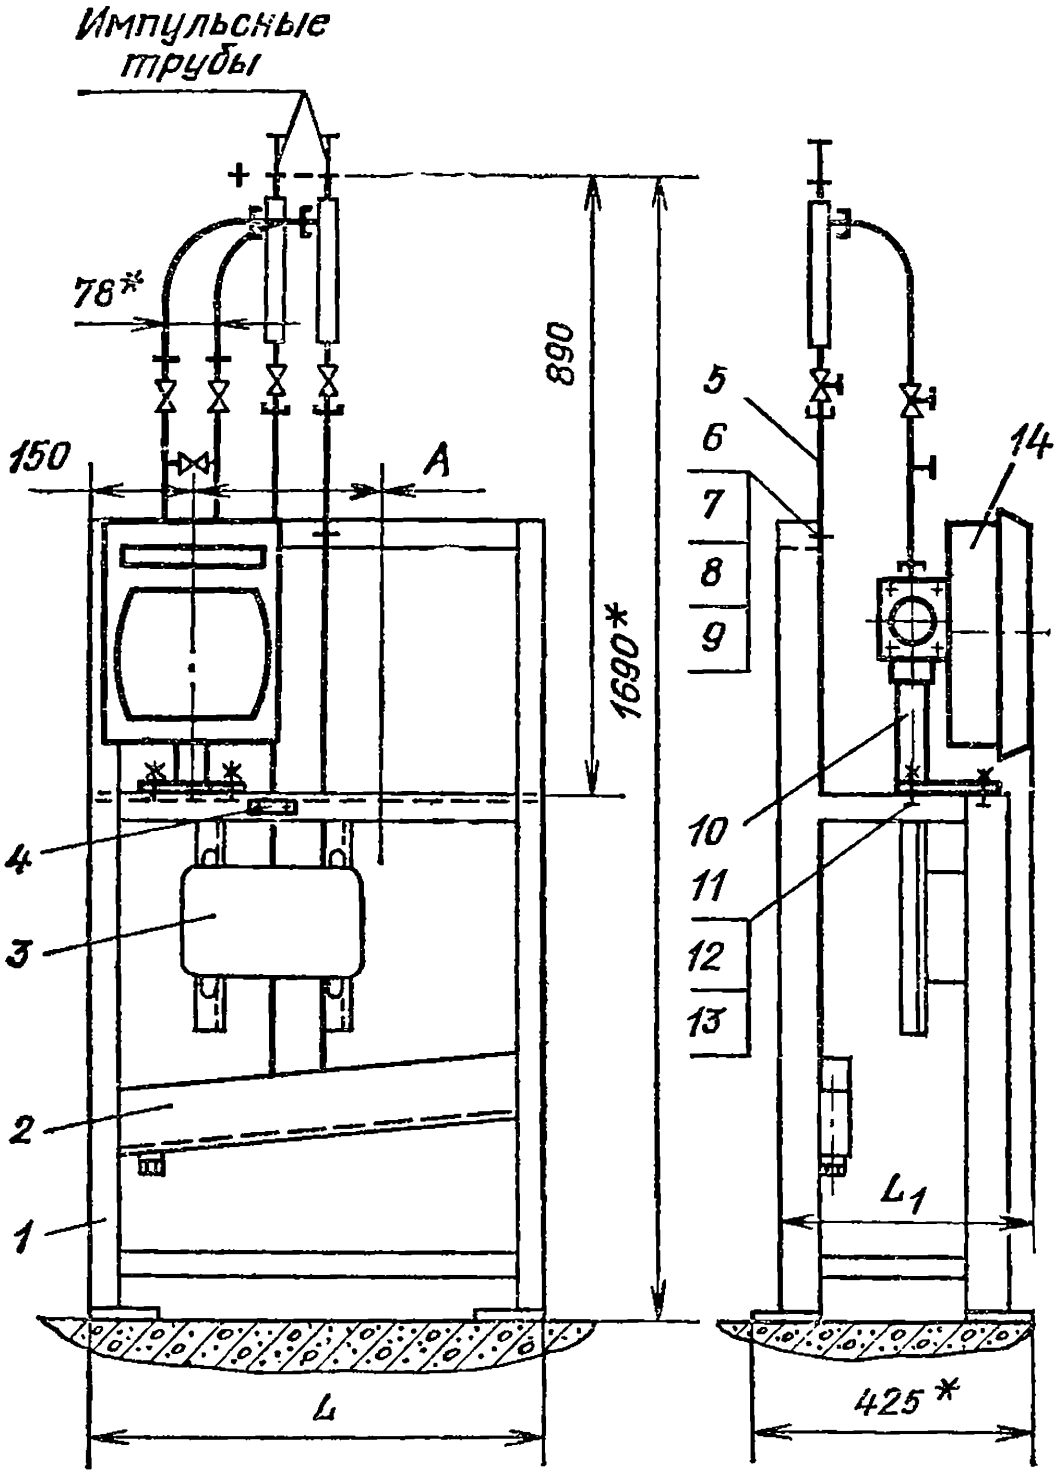

Рис. 9.8. Групповая установка дифманометров ДСП и ДСС по ТМ4-398-86:
9.3. Какую функцию выполняет коллектор на рис. 9.8 и 9.9?